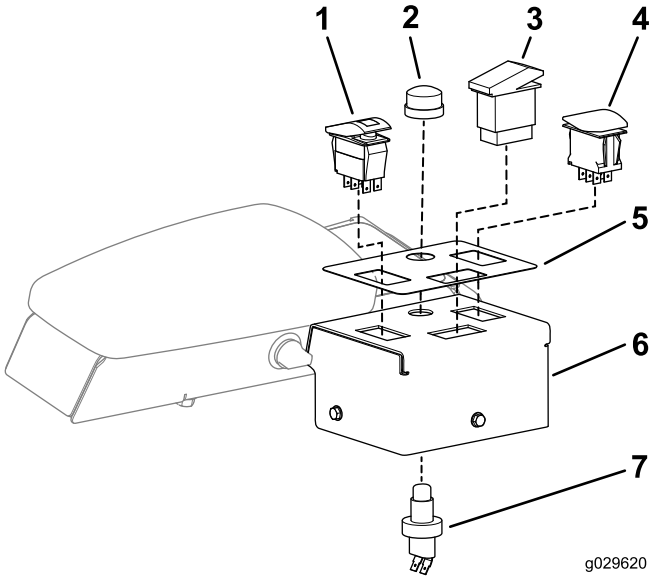

Figur 19
2. Sæt lygtepanelets mærkat på kontaktpanelets indkapsling som vist i Figur 19.
3. Monter drejesignalkontakten i venstre hul i kontaktpanelets indkapsling (Figur 19).
4. Monter kontakten til det roterende blinklys i det øverste hul i kontaktpanelets indkapsling (Figur 19).
5. Monter kontakten til katastrofelyset i højre hul i kontaktpanelets indkapsling (Figur 19).
6. Indsæt hornkontakten op gennem hullet i kontaktpanelets indkapsling (Figur 19).
7. Fastgør hornknappen til kontaktpanelets indkapsling ved at skrue på gummihornknappen (Figur 19).